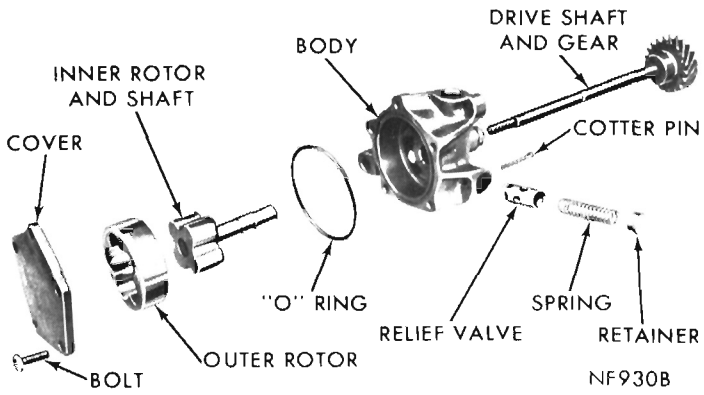

Fig. 52—Oil Pump Assembly (Disassembled View)
(2) Remove oil pump cover bolts and lockwashers, and lift off cover.
(3) Discard oil seal ring.
(4) Remove pump rotor and shaft, and lift out outer rotor.
(5) Wash all parts in a suitable solvent and inspect carefully for damage or wear (Fig. 52).